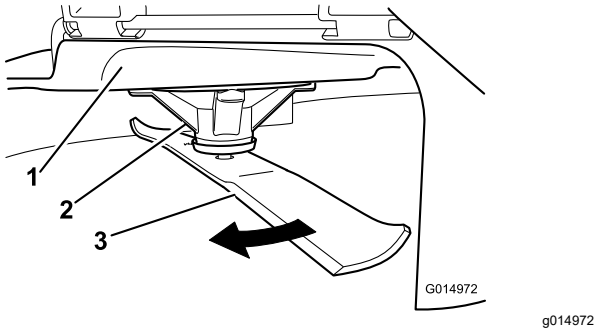

Figur 60
2. Bär tjocka vadderade handskar eller annat lämpligt handskydd och rotera långsamt kniven till ett läge så att du kan mäta avståndet mellan knivseggen och det plana underlag som maskinen står på (Figur 60).